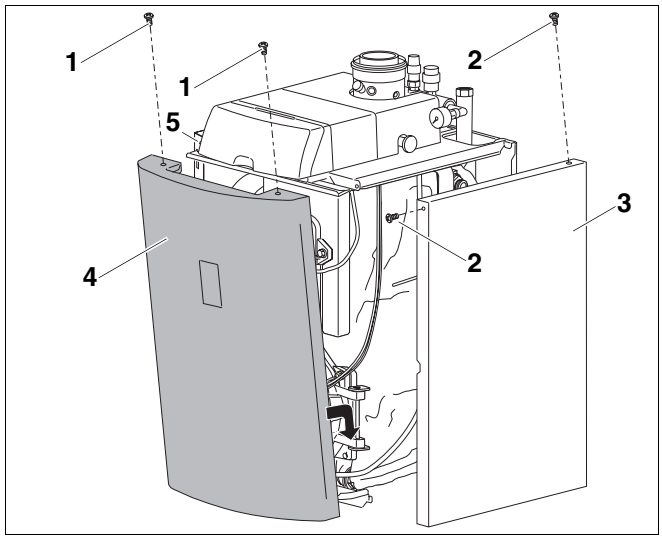

Rys. 34 Montaż ścianki przedniej i ścianek bocznych obudowy
- Umocować ponownie prawą (rys. 34, **poz. 5**) i lewą ściankę boczną obudowy (rys. 34, **poz. 3**) i przykręcić je za pomocą dwóch wkrętów (rys. 34, **poz. 1**) po obu stronach kotła grzewczego.
- Umocować ponownie ściankę przednią obudowy (rys. 34, **poz. 4**) i przykręcić za pomocą dwóch wkrętów (rys. 34, **poz. 1**).